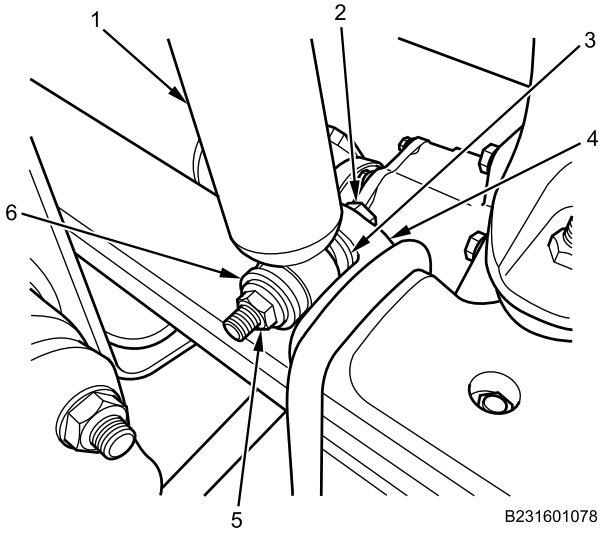

Figure 8. Right Front Shock Absorber Lower Mount.
9. Remove nut (Figure 8, Item 5), outer washer (Figure 8, Item 6), bolt (Figure 8, Item 2), inner washer (Figure 8, Item 3), and front shock absorber (Figure 8, Item 1) from U-bolt seat (Figure 8, Item 4).